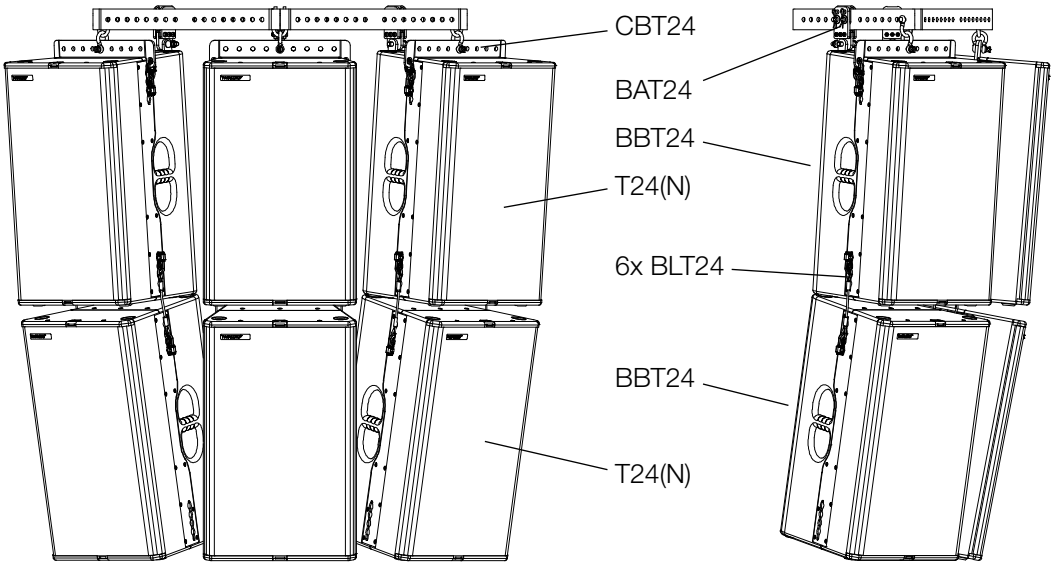

Abbildung 4.10 - Standardvariante
Als Standardvariante hat sich die Variante etabliert in der sechs T24(N) Lautsprecher mit drei CBT24 Aufhängeschienen, sechs BBT24 Tragelementen sowie drei BAT24 Adapter und sechs BLT24 Boxlink-Verbinderseile verwendet werden. (Siehe Abbildung 4.10)